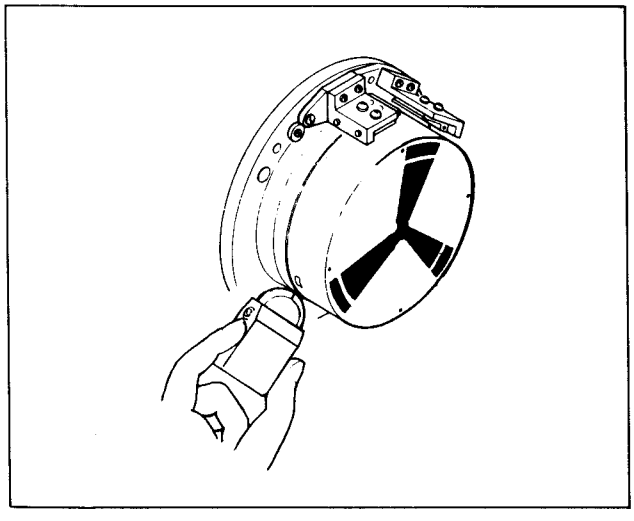

Fig. 4-2. Degaussing of the head with demagnetizer
- **Demagnetize Rotary Head & Stationary Head with** demagnetizer (SONY demagnetizer HE-2 or HE-3). Bring the tip of the demagnetizer as close as possible to the head tip without actually contacting it. Withdraw the demagnetizer very slowly and turn off demagnetizer when it is at least three feet away from the deck (Fig. 4-2).